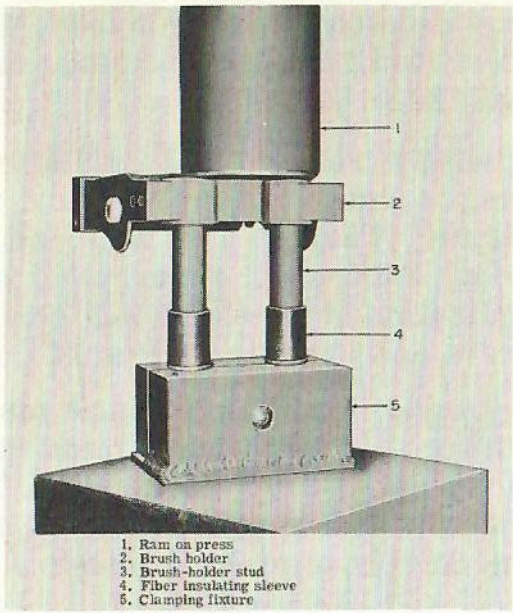

Fig. 11-10
d. With assembled insulation clamped in fixture, press it on steel stud in casting. See Fig. 11-10. Press studs into insulation until studs seat against washers at bottom of insulating sleeve. Support under or press on end of steel stud, to avoid loosening stud in brush-holder casting. Care must be taken to avoid cracking of insulating sleeve and to maintain alignment of studs.